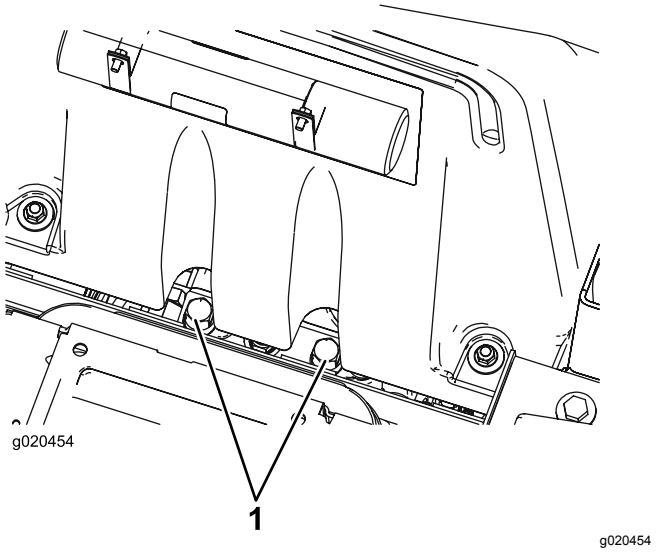

Figuur 55
1. Kantel de stoel en zoek de omloopkleppen; deze bevinden zich onder de voorzijde van de brandstoftank (Figuur 55).